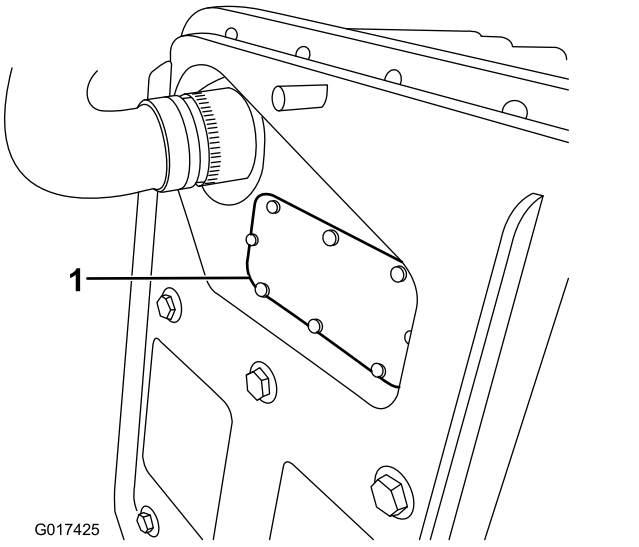

Figur 43
B. Fjern sikringsdækslet (Figur 43).